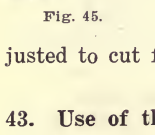

Fig. 45.
42. Use of the Spokeshave.—The spokeshave is used in working on curved surfaces, such as handles, concave and convex edges, etc. See Fig. 45. A spokeshave is similar in principle to the plane. However, it has a short bearing surface and is controlled by two side handles. It should never be used where a plane will do the work. It may be pulled or pushed at the convenience of the worker. The blade should be adjusted to cut from heavy to light shavings as the work is finished.